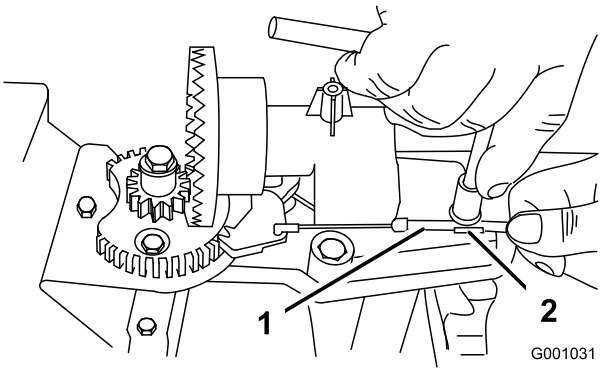
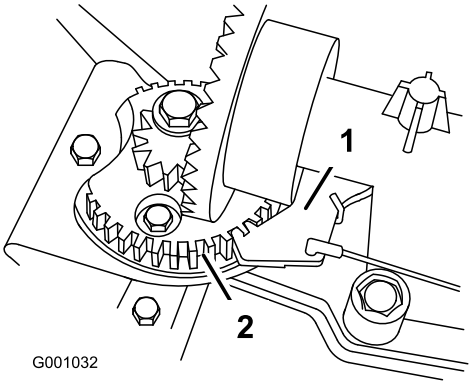

Figur 53
Figur 54
2. Løsn bolten på kabelklemmen (Figur 53).
3. Tag fat i kabelrøret, og bevæg det mod maskinens forende, indtil udblæsningssliskelåsen går helt i indgreb med tandhjulstænderne (Figur 53 and Figur 54).
Bemærk: Låsen er fjederbelastet og går naturligt ind i tandhjulstænderne (Figur 54).